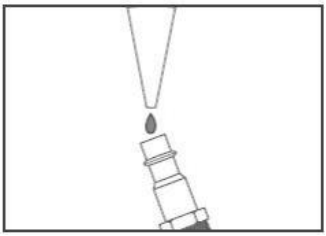

Figura 8. Lubricación de la grapadora a través de la entrada de aire.
-Coloque de 2 a 6 gotas de aceite para herramientas neumáticas en la entrada de aire de la grapadora (como se muestra en la Figura 8) cada 2 Horas de uso continuo. Limpie el exceso de aceite cerca del escape de la grapadora para evitar la acumulación de polvo.